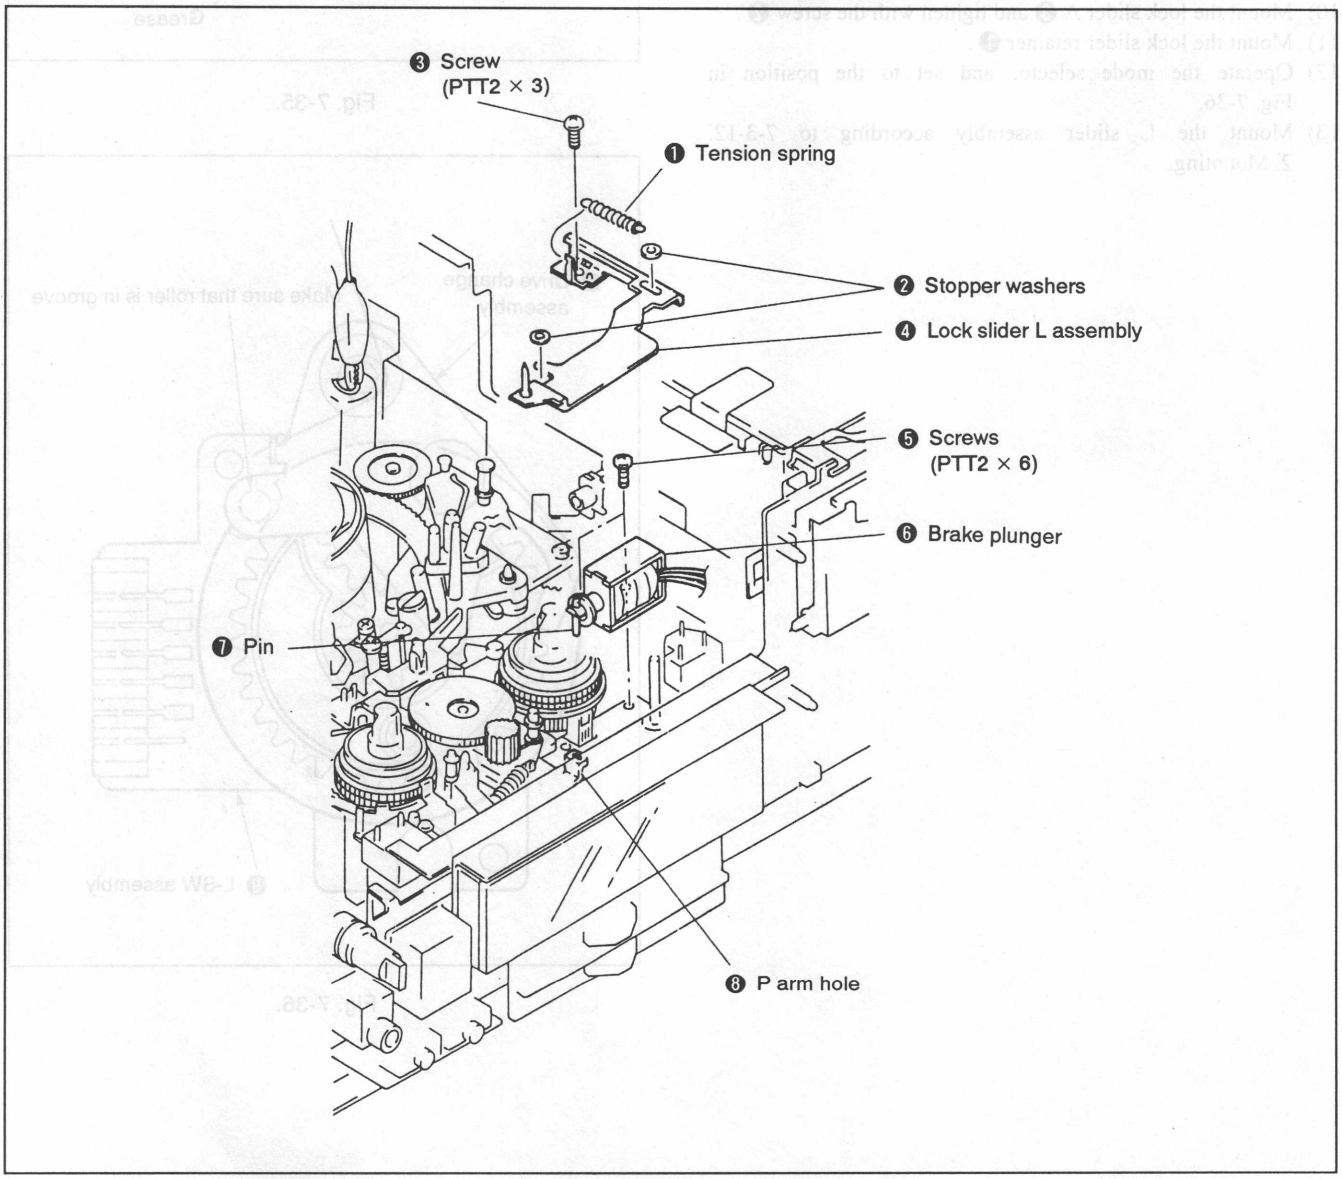

Fig. 7-37.
1. Removal (See Fig. 7-37.)
2. Mounting (See Fig. 7-37.)